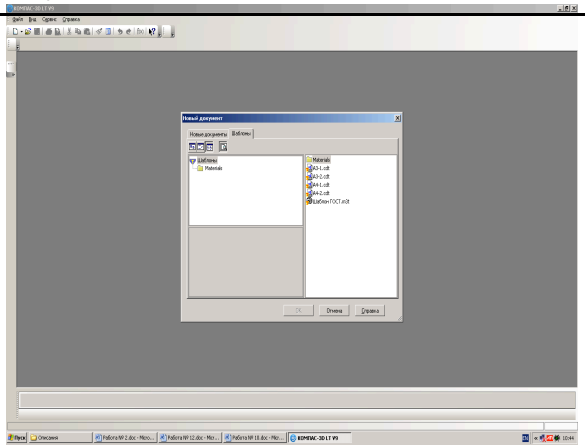

Рис. 10.4. Сохранение шаблона документа в системе КОМПАС-3D LT.
2) в окне диалога (рис. 10.4):